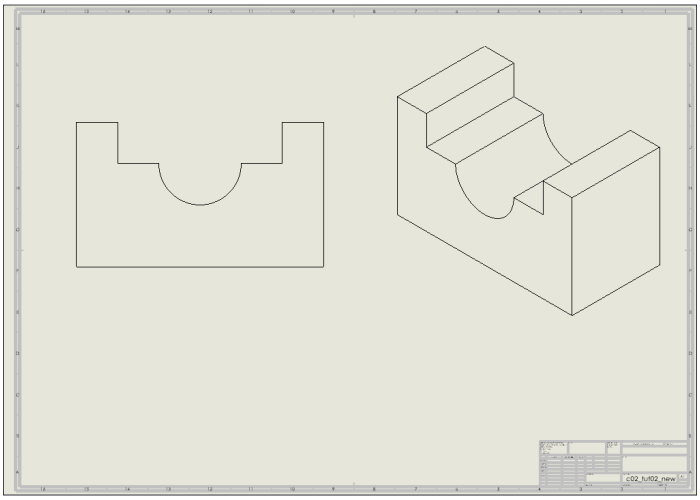

Figure 2-71 *Views placed on the drawing sheet*
3. Drag the Isometric view from the **View Palette** and place it at the top right corner of the drawing sheet, refer to Figure 2-71; the **View Palette** task pane is closed and the **Drawing View PropertyManager** is displayed.
5. Click on the **View Palette** tab to invoke the **View Palette** task pane again. Next, drag and drop the **Front** view on the sheet, refer to Figure 2-71; the **Projected View PropertyManager** is displayed and you are prompted to select a location to place the new view.